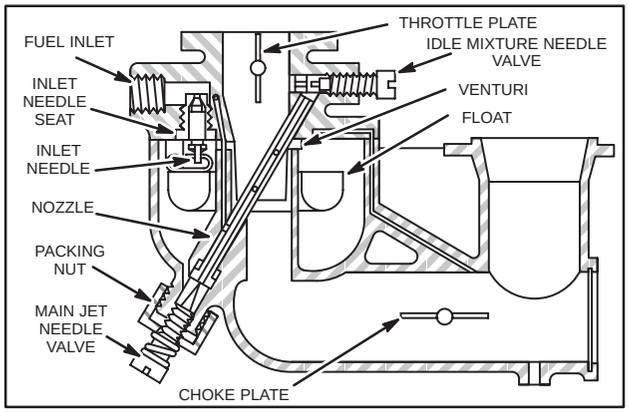

Fig. 280 – ASSEMBLE CARBURETOR
6. Screw in nozzle with Tool #19280, Carburetor Screwdriver, being careful that nozzle tip enters recess in upper body, Fig. 280. Tighten nozzle securely.